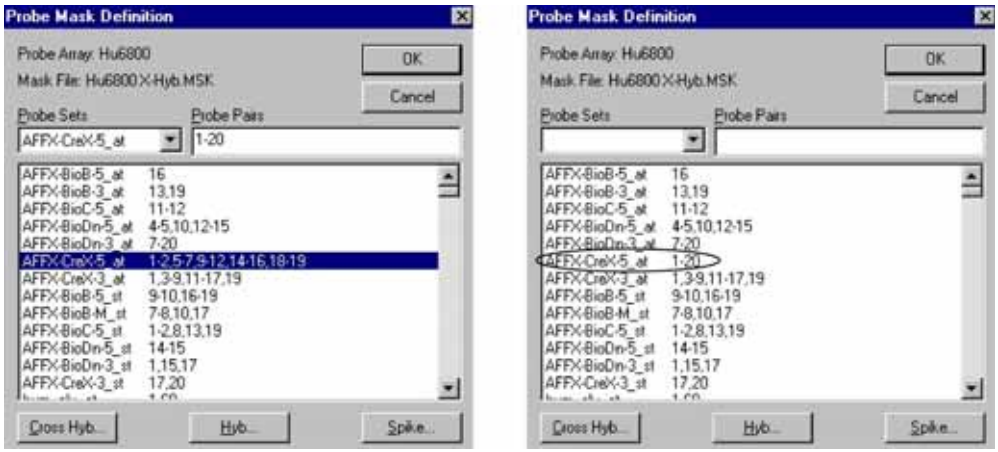

Figure G.13
⇒ The **Probe Sets** box and **Probe Pairs** box automatically display the selection **(Figure G.13)**.
5. Click the lower field to update the list of probe pairs **(Figure G.13)**.